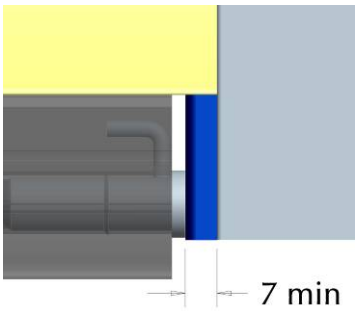

Рисунок 6. Минимальный выход упора из шины направляющей
4.5. Установите комплект упоров OS/P. Для сокращения зазора между упорами и оптосенсорами ориентируйте упоры так, как показано на рисунке 5. Перед тем как зажать упоры OS/P убедитесь, что вставка IS15 находится посередине между шинами направляющими, упоры вплотную придвинуты к оптосенсорам SIGNAL12 и выход упоров из шины составляет не менее 7 мм (рисунок 6).